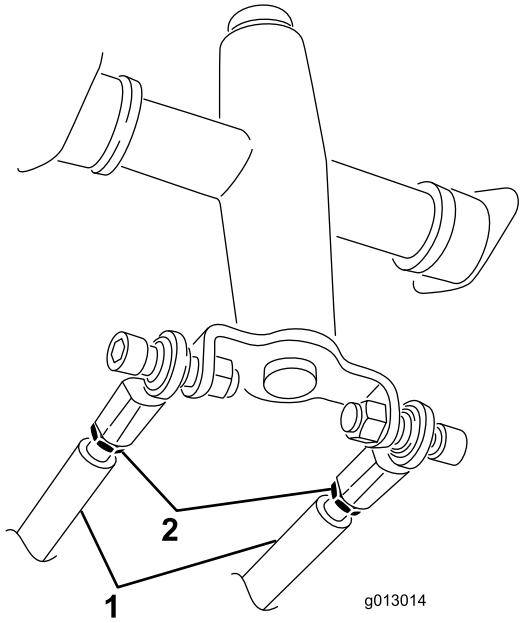

Figuur 54
3. Draai de contramoeren op de tractiestangen onder het bedieningspaneel los (Figuur 54).